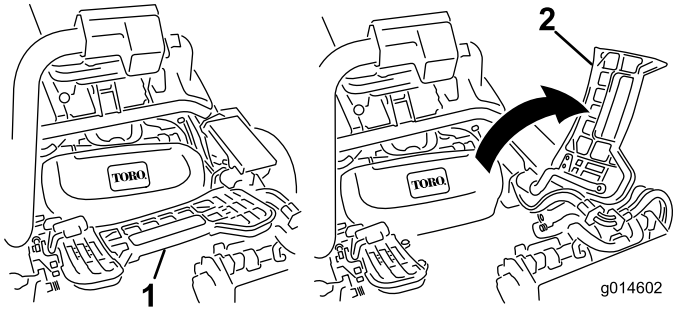

**Figur 35**
2. Lyft upp fotstödet och fäll upp det så att du kommer åt mittklippenheten (Figur 35).